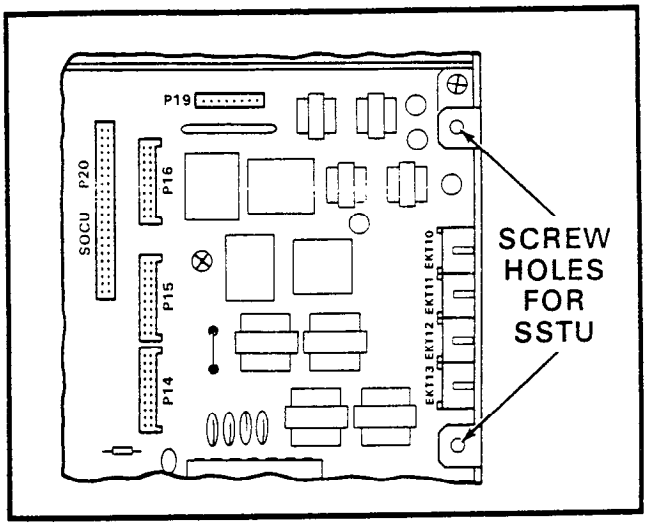

FIGURE 9—S_e SSTU and SVCU LOCATIONS
05.42 For adding stations 14 ~ 17, refer to Figure 9, and insert the three SSTU 10-pin connectors into **P14**, **P15** and **P16** connectors on the SMAU PCB. Secure the SSTU PCB to the right side panel with the two provided screws. Route the provided jumper cable from the SSTU **P19** connector to the **P19** connector on the SMAU to provide crosspoints for stations 14 ~ 17.
05.72 Insert connector **P1** on the SVCU into the **P20** connector on the SMAU (Figure 9).